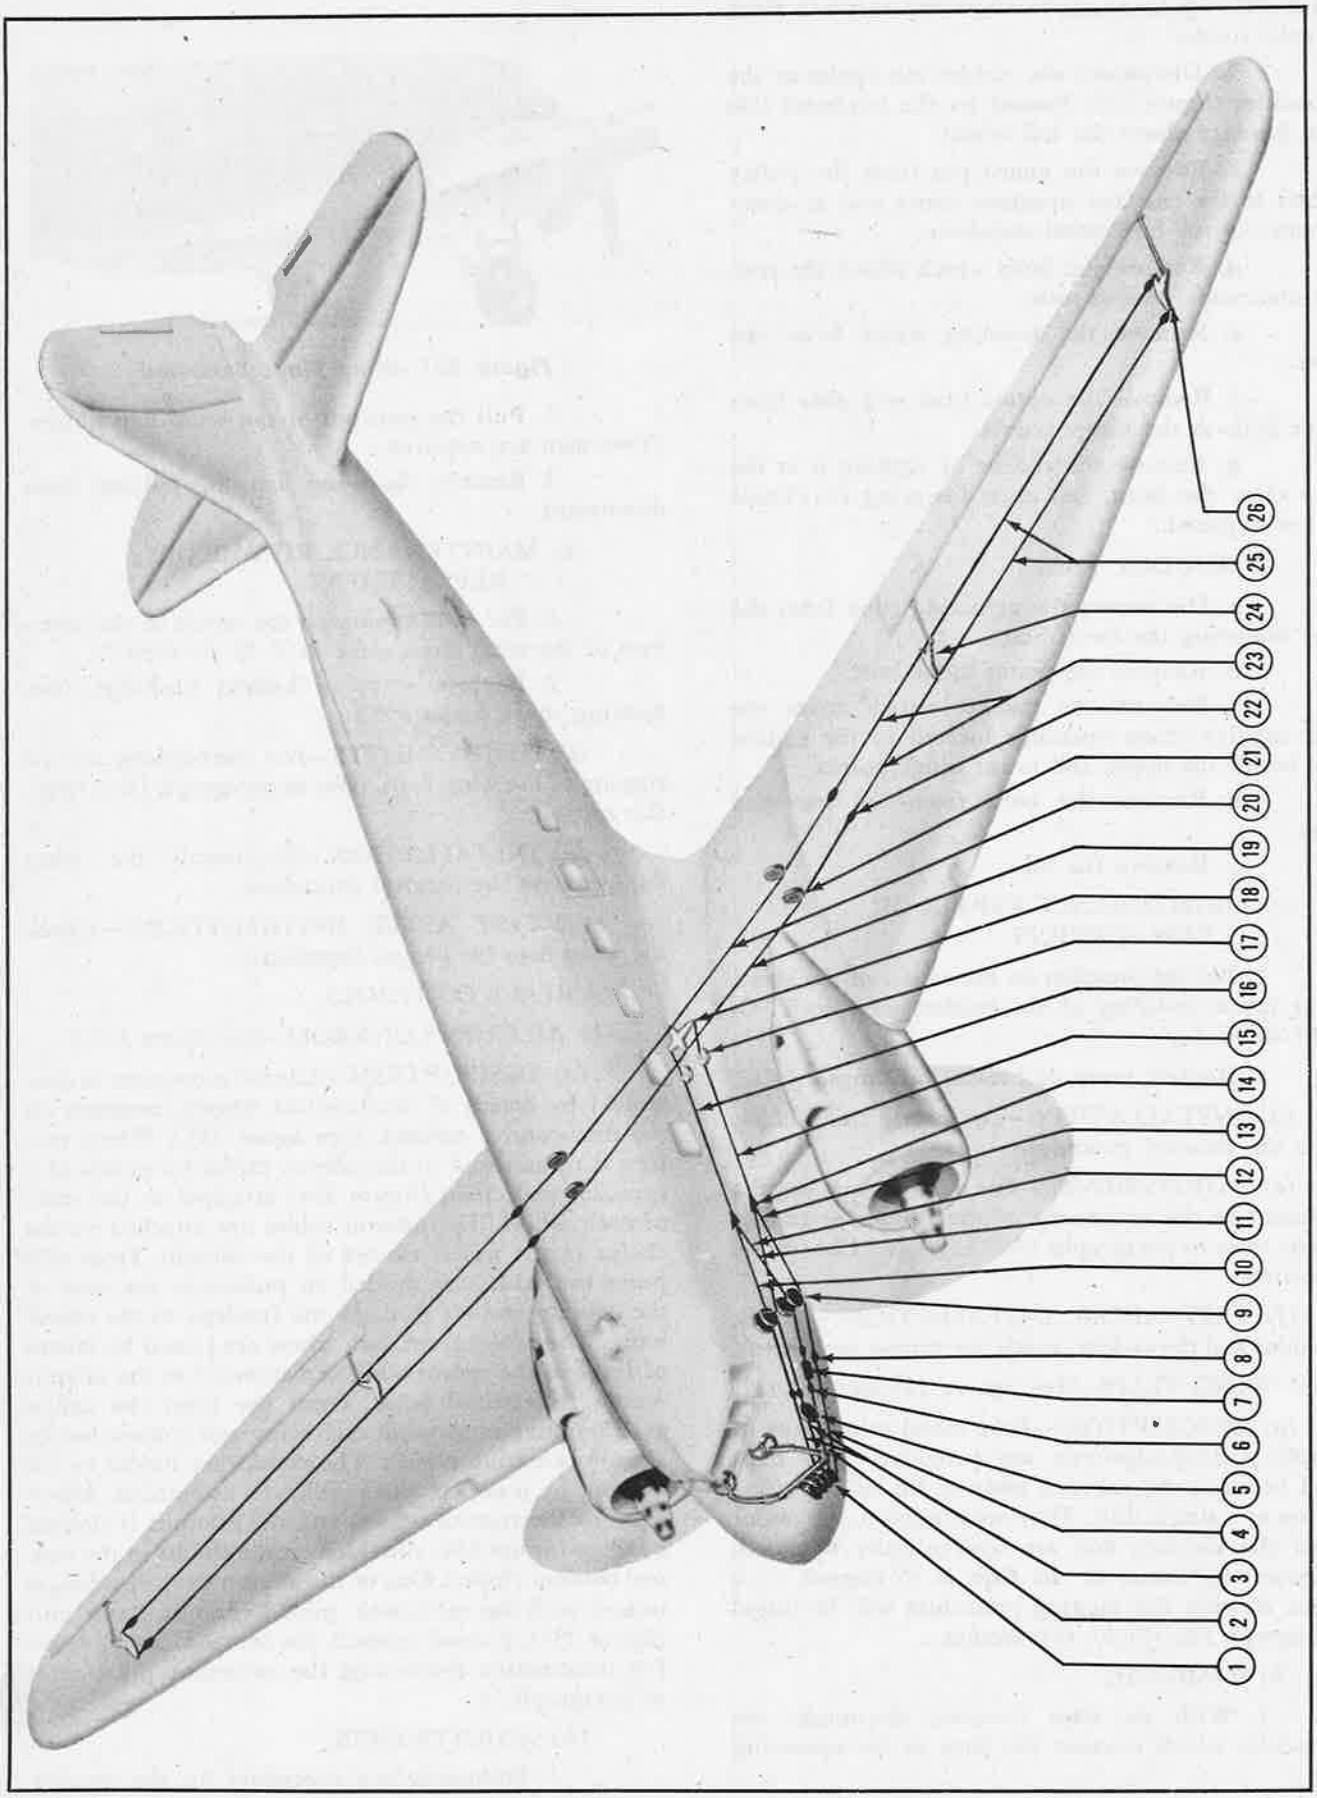

Figure 332—Aileron Controls
(1) AILERON CONTROLS. *(See figure 332.)*
KEY TO FIGURE 332